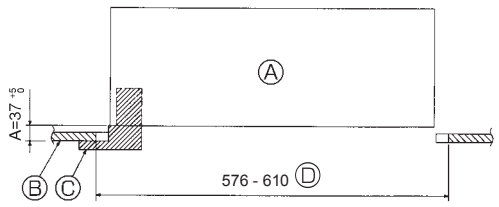

Fig. 10-2
10.2. Forberedelse af gittermontering (Fig. 10-2)